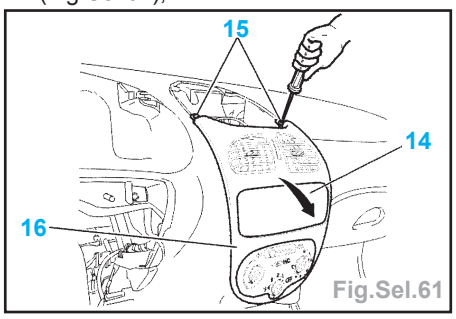

Fig.Sel.61
• la façade (14) ou l'autoradio (suivant les versions), déposer les fixations (15), dégrafer en tirant doucement vers soi la façade centrale (16) et la déposer (Fig.Sel.61),